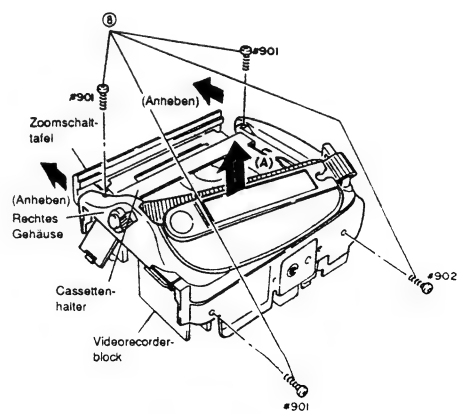

Abb. 2-16
9) Vier (4) Befestigungsschrauben des rechten Gehäuses entfernen (siehe Abb. 2-16).
10) Die Zoom-Schalttafel anheben und das rechte Gehäuse in Richtung des Pfeiles (A) entfernen.